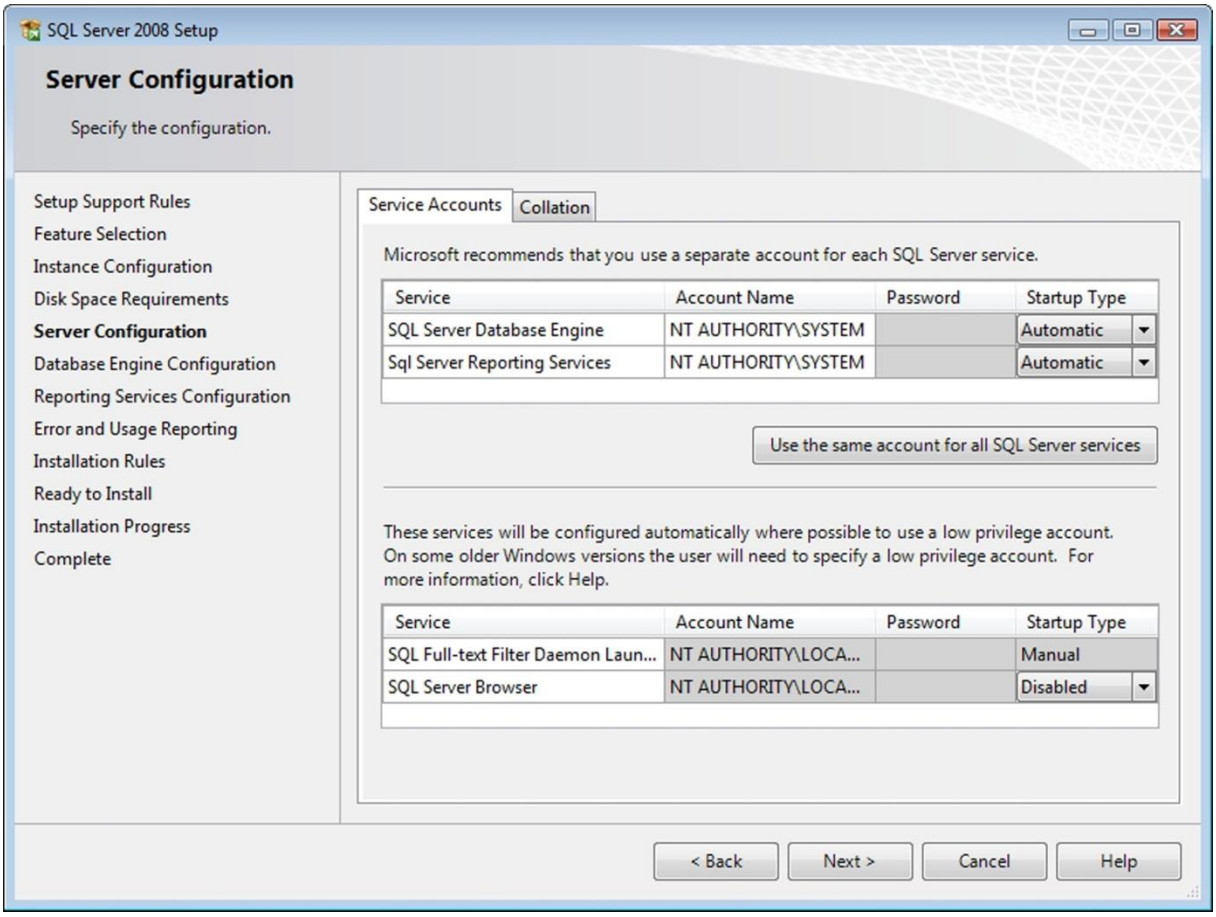

Figure 18 – Microsoft SQL Server, Server Configuration Dialog
12. Review the Server Configuration summary information that displays. Refer to Figure 18 for details of the information displayed.